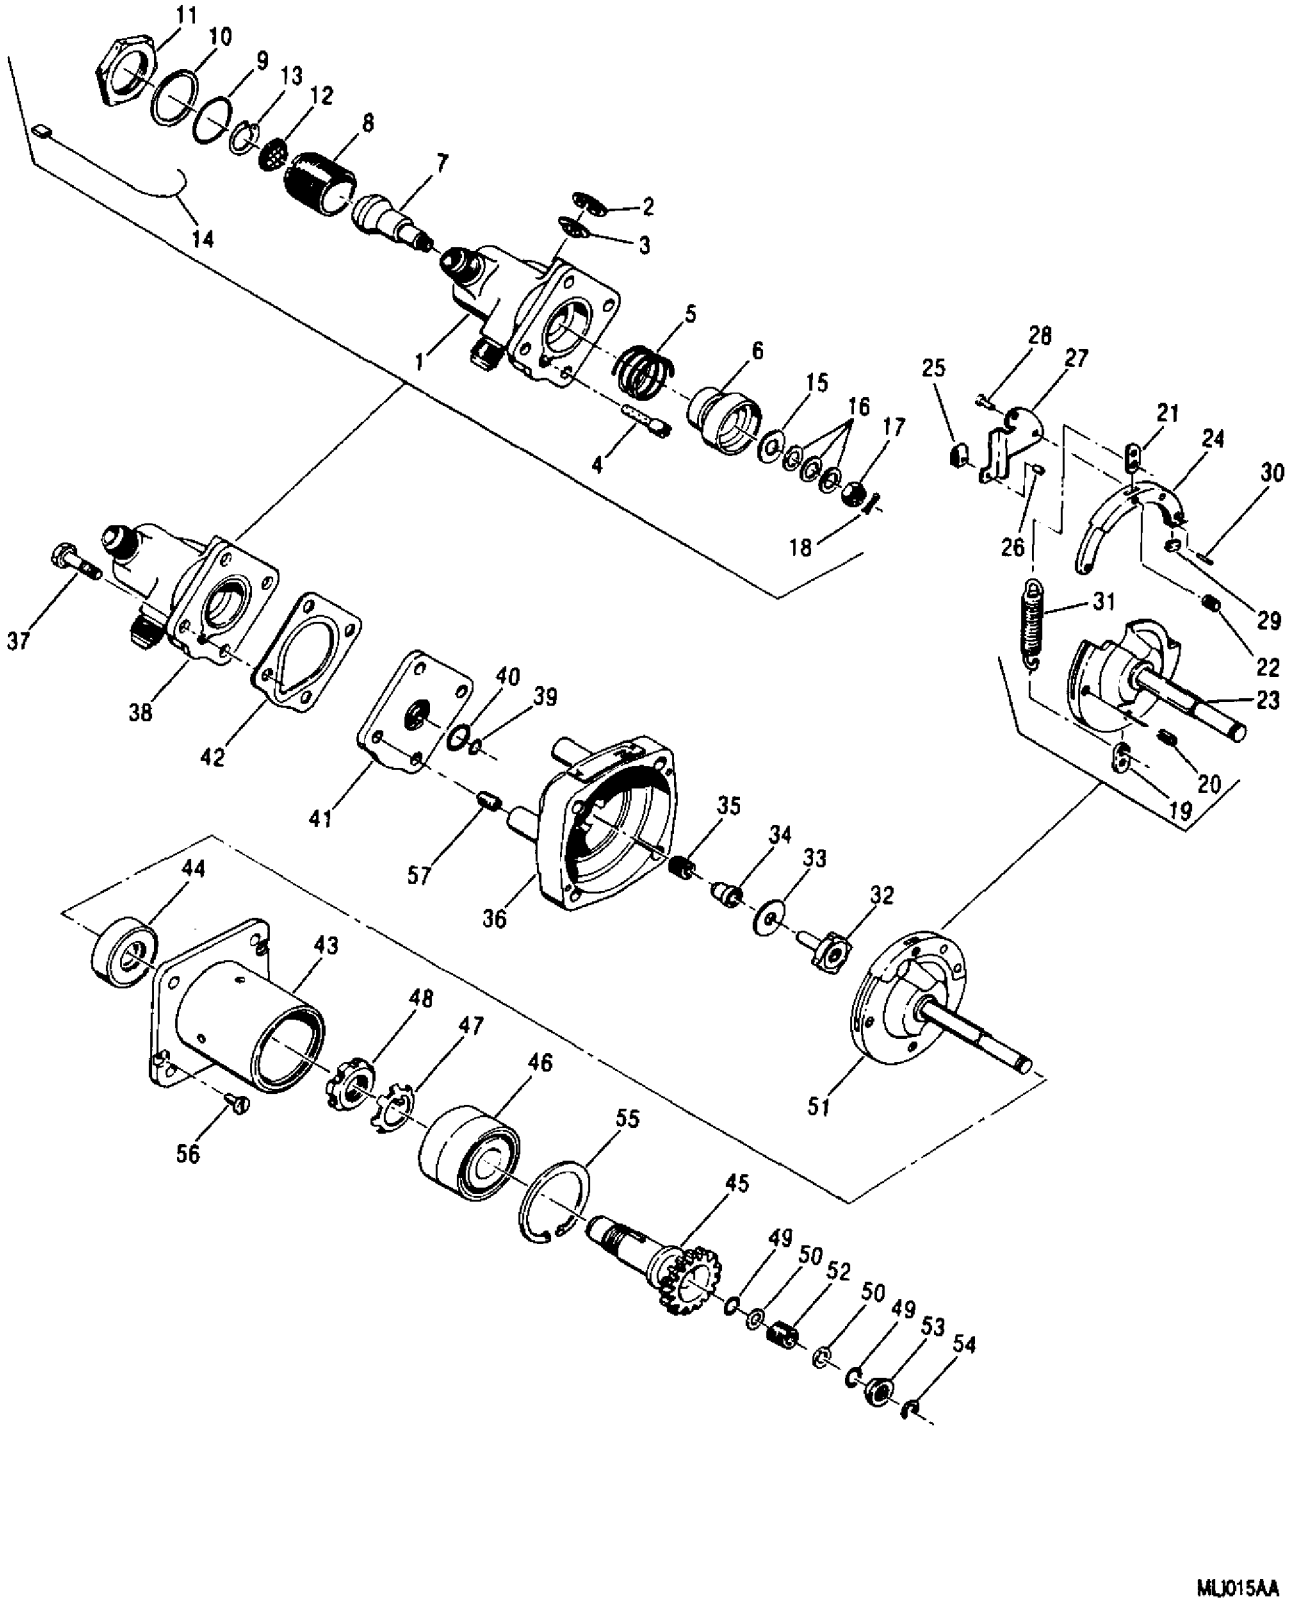

Figure 1. Speed Sensitive Valve (Sheet 1 of 2)
a. Remove parts, using figure 1 as a guide and the following:
b. Remove screws (56, figure 1) and separate bearing cage (43) from flyweight housing (36).
c. Remove internal retaining ring (54), using 6795872 fixture (figure 2) snap ring guard (53, figure 1), preformed packing (49), flat washer (50) and compression spring (52).
d. Remove carrier flyweight shaft assembly (51) from bearing cage (43). Remove flat washer (50) and preformed packing (49) from speed sensitive valve shaftgear (45).
e. Remove internal retaining ring (55) from bearing cage (43).
f. Remove bearings (46) and speed sensitive valve shaftgear (45) from bearing cage (43).
g. Remove oil seal (44) from bearing cage (43).
h. Install speed sensitive valve shaftgear in 6796591 holder (figure 3). Bend tab on retaining key washer (47, figure 1) with a punch and hammer.
j. Install 6796249 support (figure 5) on an arbor press. Position 6796589 plate under bearing ring flange with 6796590 drift placed in speed sensitive valve shaftgear (45, figure 1), remove bearings (46).
All parts of the carrier flyweight−speed sensitive assembly (51, figure 1) shall be suitably identified when disassembled to ensure reassembly into their original position. Do not interchange the details of one carrier flyweight−speed sensitive assembly with those of another. This is to ensure a balanced assembly.
k. Using 6795871 fixture (figure 6) remove pins (22, figure 1), retaining spring plates (19 and 21), and spring (31), from carrier flyweight shaft (23).
If valve seat (25, figure 1) and pin (26) are removed from valve arm (27), mark valve seat in such a manner as to ensure reassembly in same position.